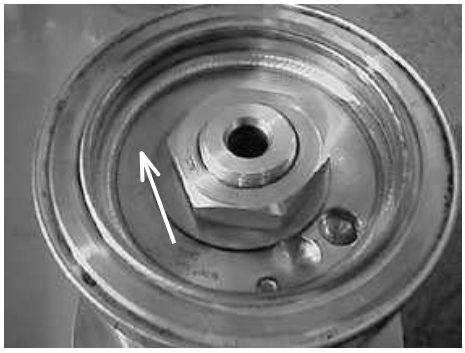

Fig. 5
5.07 Straighten the Inner Magnet Ring (IMR) Tab Washer (02.05) and remove IMR Nut (02.36) - **Fig. 5**